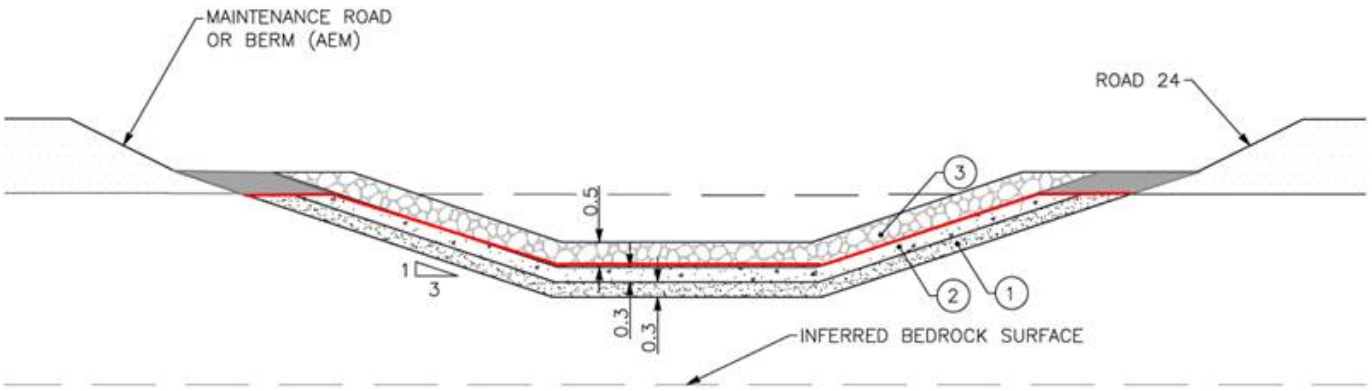

Figure 3: Proposed filter design adjustment against Road 24
- Filter design adjustment against Road 24 (RFI18): SNC agreed with the proposed design change based on the understanding that the road (Road 24 and the maintenance road) embankments are made of rockfill and agreed with the placement of rip rap against the road embankment (grey zone). SNC also agree with the placement of geotextile as proposed, going horizontally over the top of the filters below the rip rap as shown in Figure 3; and